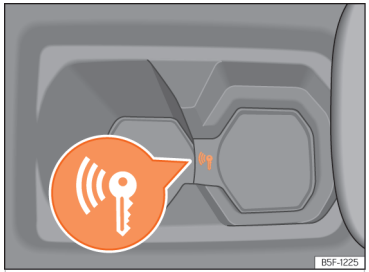

**Fig. 118** On the centre console: emergency start.
- Immediately after pushing the start button, place the key in the drink holder of the centre console ››› Fig. 118, as close as possible to the *Kessy* logo.